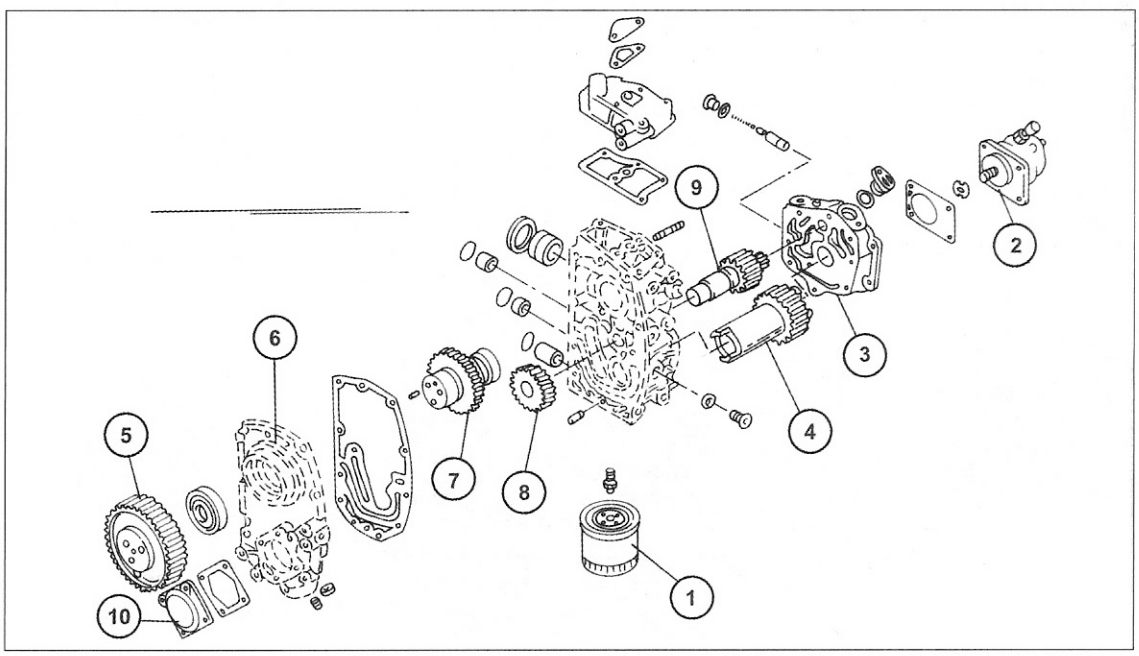
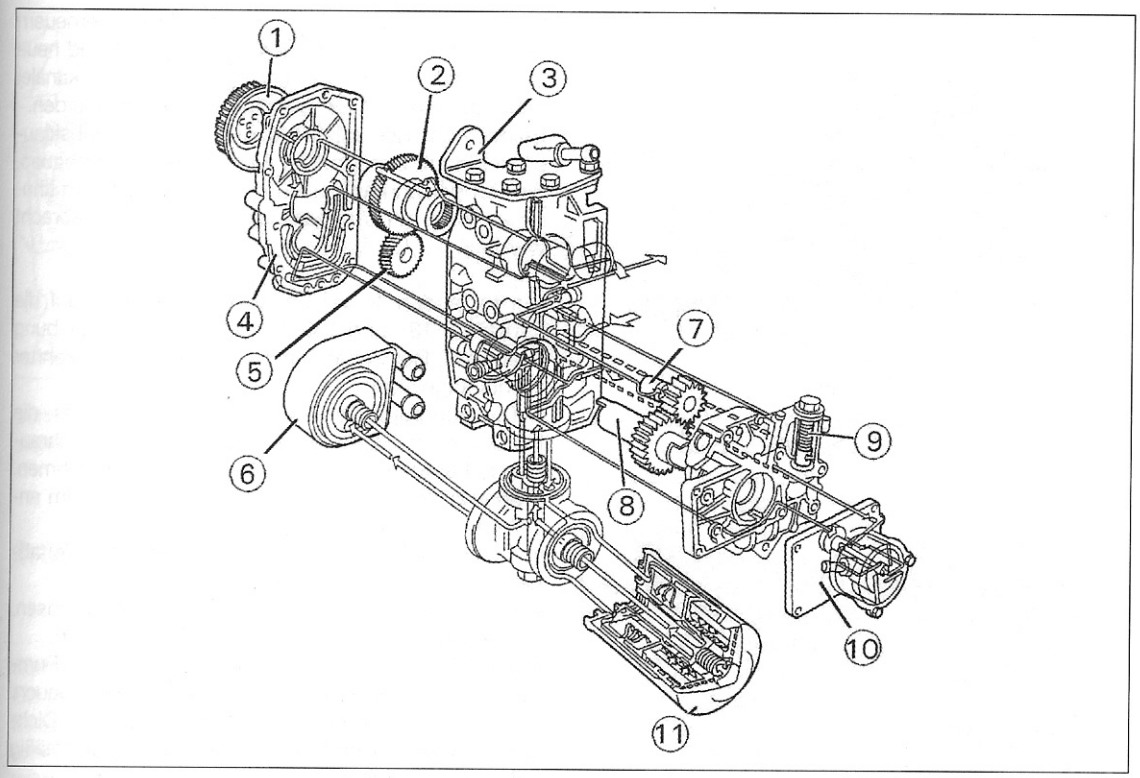
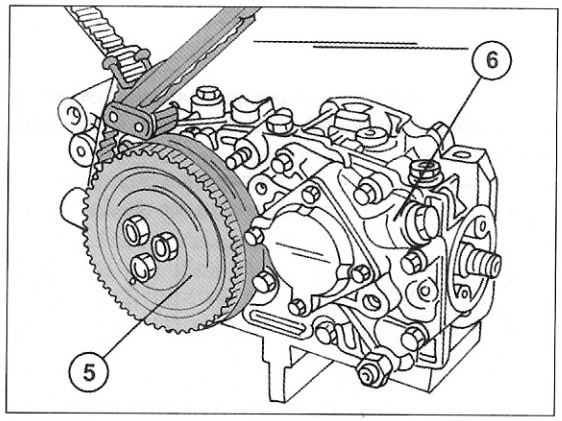

Bild 132
Bild 133
Bild 134
Die Nebenantriebsgruppe ist bei den Sofim-Motoren am Zylinderblock montiert und wird durch den Zahnriemen angetrieben. Der Zahnriemen treibt die Einspritzpumpe oder die Hochdruck-Einspritzpumpe, die Ölpumpe (mit Ölfilter und Ölüberdruckventil), die Unterdruckpumpe (für den Bremskraftverstärker und das Ladedruckanreicherungsventil, im Falle des HDi-Motors), den Nebenantrieb für einen elektrischen Motor und den Tachometerantrieb. Bild 132 zeigt die Teile des Antriebs bei einem 2.5-Liter-, Bild 133 die Teile bei einem 2.8-Liter-HDi-Motor. Der Ölfilter ist mit einem Ölkühler versehen. Die folgende Beschreibung bezieht sich auf Bild 132:
jedoch nicht für alle Arbeiten. Falls zum Beispiel das Antriebsrad (8) erneuert werden muss, muss man die Arbeit in einer Werkstatt durchführen lassen. Das Zahnrad hat einen bestimmten Presssitz auf der Welle und ein Spezialwerkzeug ist erforderlich, um diesen zu überprüfen. Die folgenden Anweisungen beschreiben den Aus- und Einbau der Teile innerhalb des Gehäuses und durch die Nebenantriebsgruppe angetriebenen Teile. Die Zahlen beziehen sich auf Bild 132, wenn ein 2.5-Liter-Motor zerlegt wird.
- Das Gehäuse auf einer Platte verschrauben und die Platte in einen Schraubstock einspannen. Den Filter (1), falls vorhanden, von der anderen Seite des Ölkühlers abschrauben, die Einspritzpumpe, die Unterdruckpumpe (2) und den hinteren Deckel der Ölpumpe (3). Letzterer dient als Stütze für die Unterdruckpumpe.
- Das Zahnriemenrad (5) wie in Bild 134 gezeigt gegenhalten und die drei Schrauben des Rads lösen. Auf der gleichen Seite den Deckel (6) abschrauben.